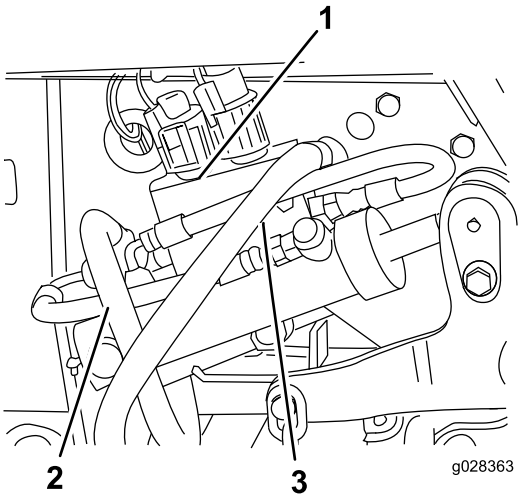

**Rysunek 37**
11. Odłącz przewód do zbiornika od zaworu sterującego (Rysunek 37).